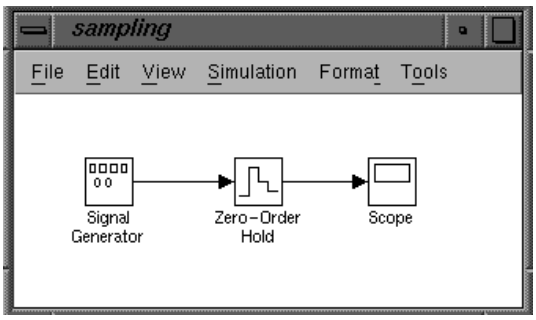

Figure 2.4: Sampling
- To show the results of sampling with different sampling frequencies below and above the Nyquist frequency, this exercise only needs a simple setup as shown in figure 2.4.